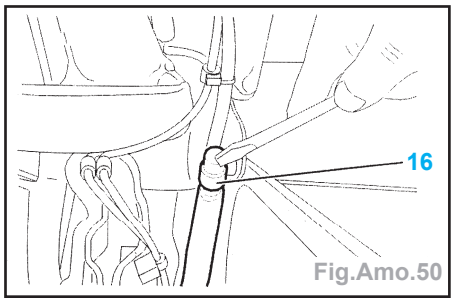

Fig.Amo.50
- Déposer les équilibreurs (16) (Fig.Amo.50).